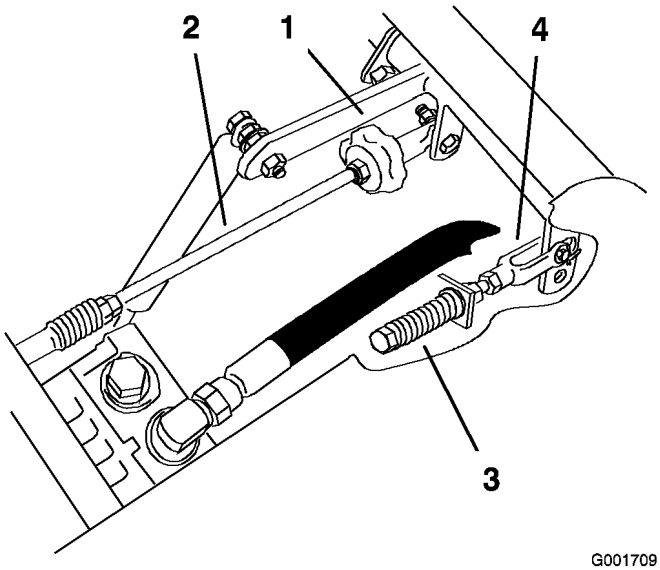

Figur 65
2. Ställ in pumpstavslängden genom att vrida ratten i lämplig riktning tills hjulet står stilla eller långsamt roterar bakåt (Figur 65).